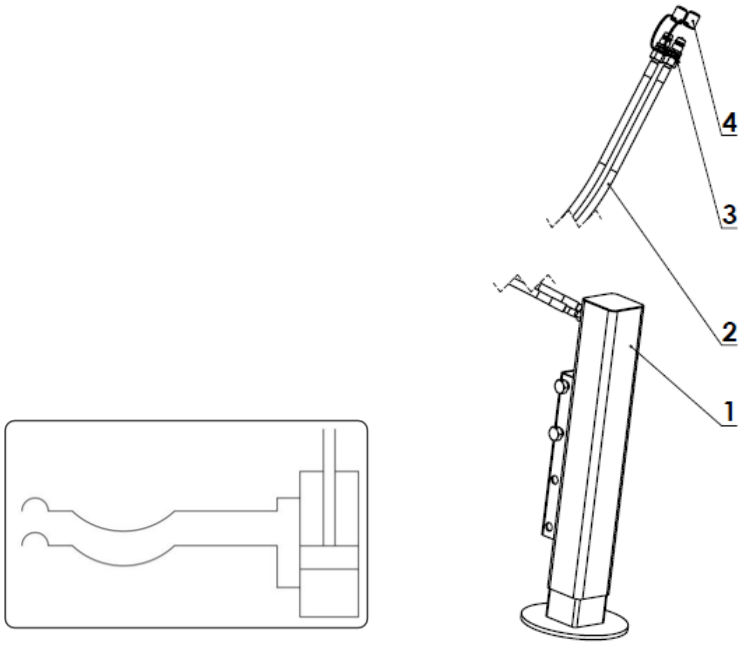

Rysunek 4.9. Budowa i schemat regulowanej podpory dyszla
Instalacja hydrauliczna (Rys.4.9) służy do regulacji wysokości podpory dyszla (1) w celu podparcia odczepionej od ciągnika przyczepy. Za pomocą instalacji podpory hydraulicznej można uzyskać odpowiednią wysokość dyszla podczas rozłączania i podłączania przyczepy do ciągnika.